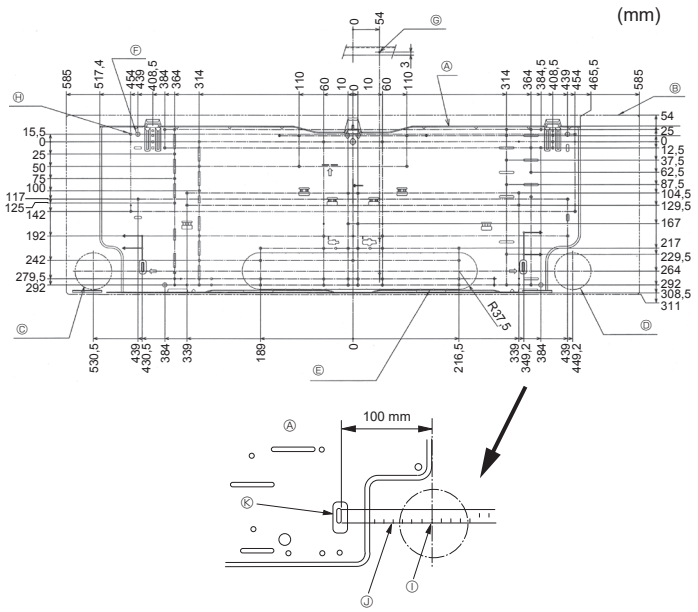

Fig. 3-2
①	Piastra di montaggio	1	Fisso sul retro dell'unità
②	Vite autofilettante 4 × 25	7
③	Nastro di feltro	2
④	Tubo di collegamento a L	1
⑤	Dado di caricamento	1
⑥ *	Telecomando senza fili	1
⑦ *	Porta telecomando	1
⑧ *	Batterie alcaline (formato AAA)	2
⑨ *	Vite autofilettante 3,5 × 16	2
⑩	Distanziale	1	Da realizzare con il materiale di imballaggio
3.2. Installazione dell'attrezzatura di montaggio a parete (Fig. 3-2)